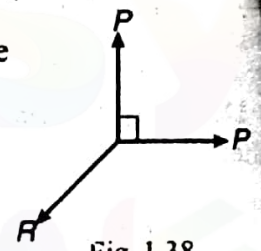

Fig. 1.38
22. Fig. 1.38 shows the two equal forces at right angles acting at a point. The value of force R acting along their bisector and in opposite direction is